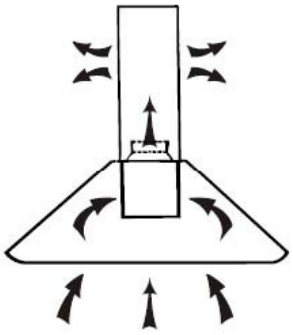

Abb. 8
- Im Umluftbetrieb wird die abgesaugte Luft nicht nach aussen geführt, sondern bleibt gereinigt im Raum. (Abb. 8)